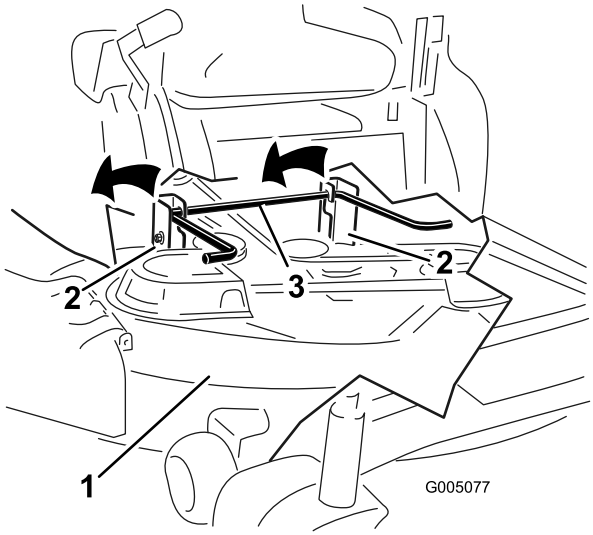

Figur 66
5. Lyft klipparen och hållarfästena så att de går fria från den bakre lyftstången och sänk försiktigt ned klipparen till marken (Figur 66).
5. Lyft upp klippardäckets bakre del och för hållarfästena över den bakre lyftstången (Figur 66).